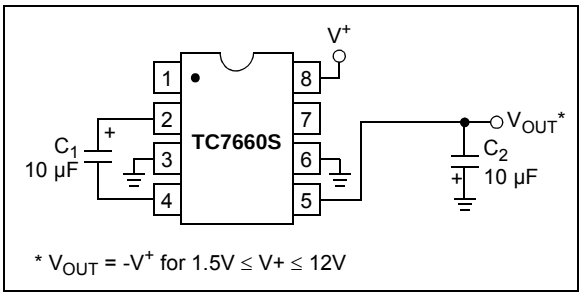

FIGURE 5-1: *Simple Negative Converter.*
Figure 5-1 shows typical connections to provide a negative supply where a positive supply is available. A similar scheme may be employed for supply voltages anywhere in the operating range of +1.5V to +12V, keeping in mind that pin 6 (LV) is tied to the supply negative (GND) only for supply voltages below 3.5V.
The output characteristics of the circuit in Figure 5-1 are those of a nearly ideal voltage source in series with a 70Ω resistor. Thus, for a load current of -10 mA and a supply voltage of +5V, the output voltage would be -4.3V.